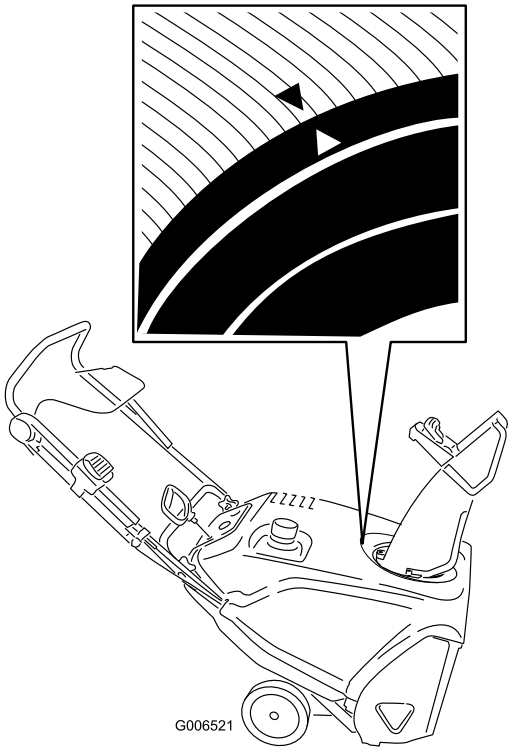

Figur 40
3. Roter utløpssjakten slik at den peker rett fremover og pilen bak på utløpssjakten rettes inn med pilen på dekselet (Figur 40).